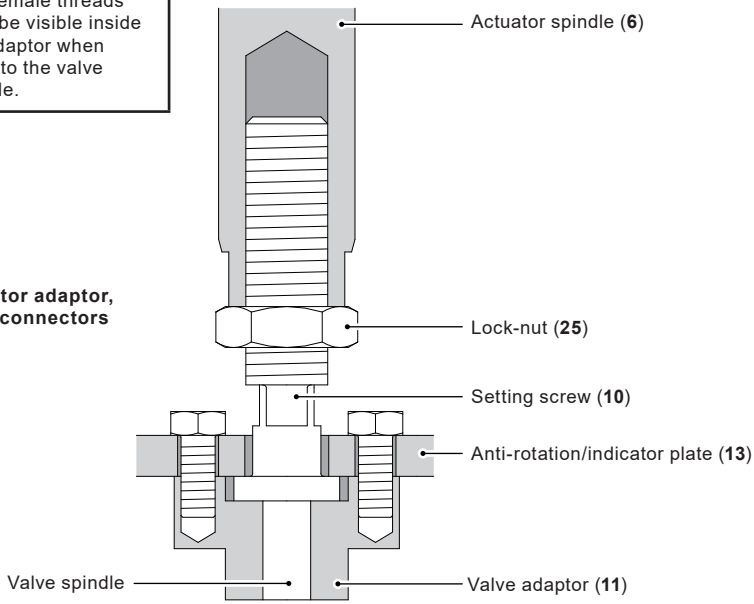

Fig. 5
- With the valve plug remaining on its seat adjust the setting screw (**10**) until it presses tightly against the valve adaptor (**11**). Tighten the lock-nut (**25**). See Figure 5 for correct installation.